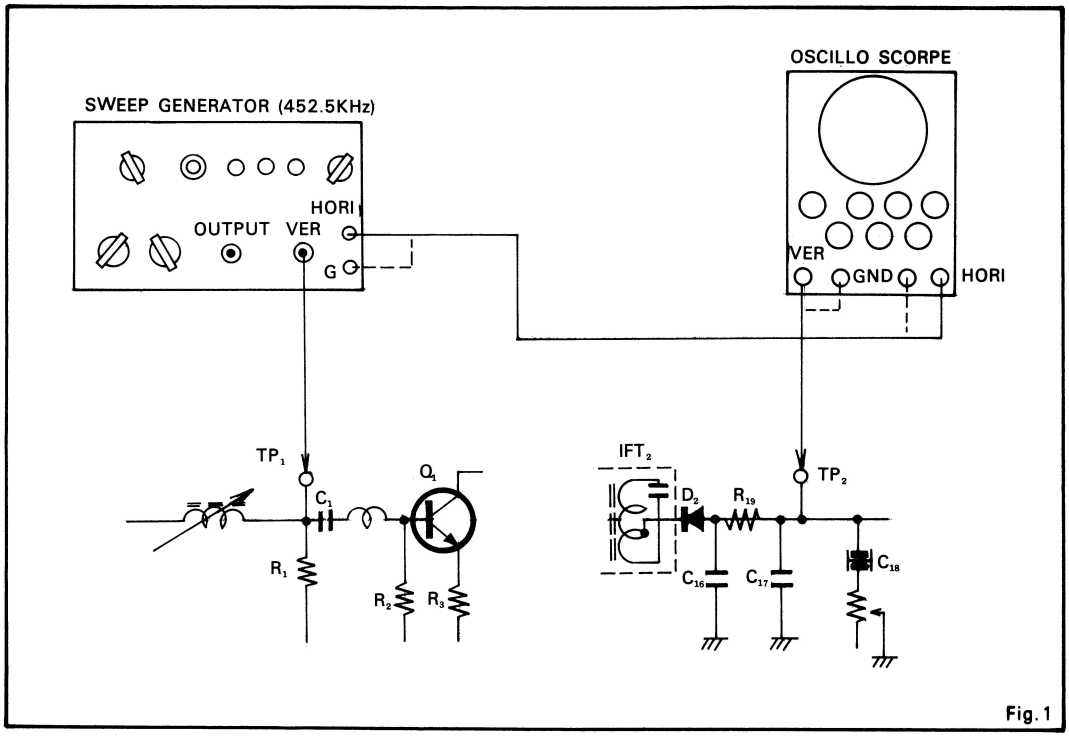

Fig. 1
1. Make the connections as shown in Fig. 1. Set the sweep generator to 262.5KHz and obtain a proper IF waveform on the oscilloscope.
a. Connect the oscilloscope vertical input of Fig. 1 to TP3.